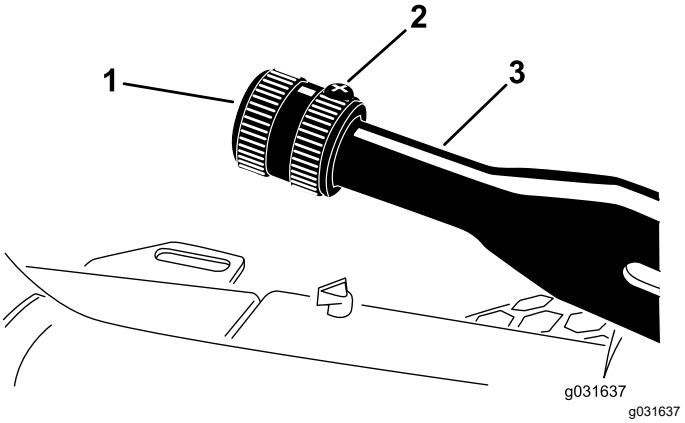

Figura 61
1. Desaperte o parafuso de afinação que fixa o manípulo à alavanca do travão de estacionamento (Figura 61).